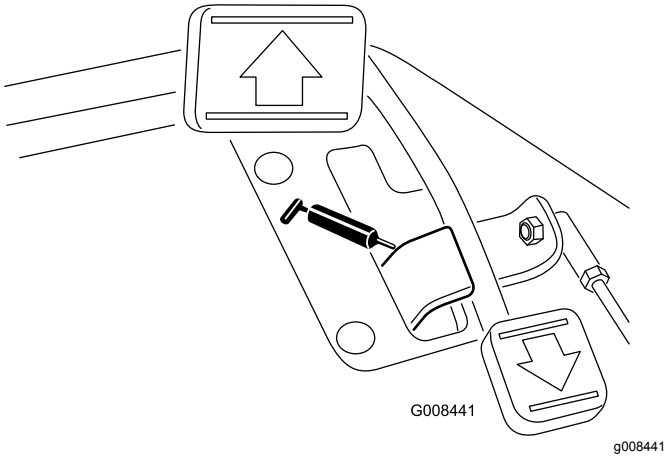

Figur 31
- Traktionspedaldrejeled (1) (Figur 31)